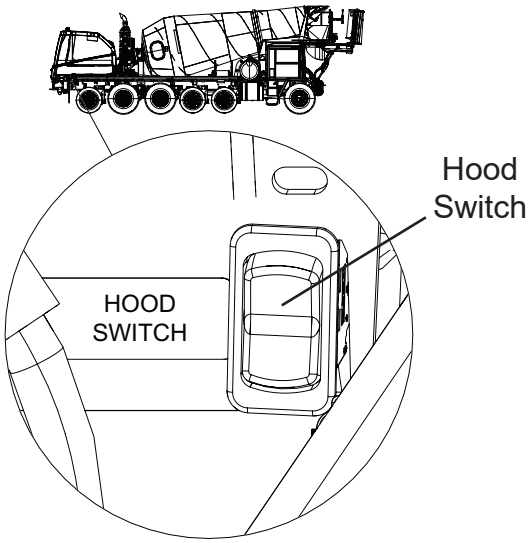

Figure 5
26. Remove hood rocker switch from cooling package pedestal, see Figure 5.
38. Install rocker switch in cooling package pedestal, Figure 5.